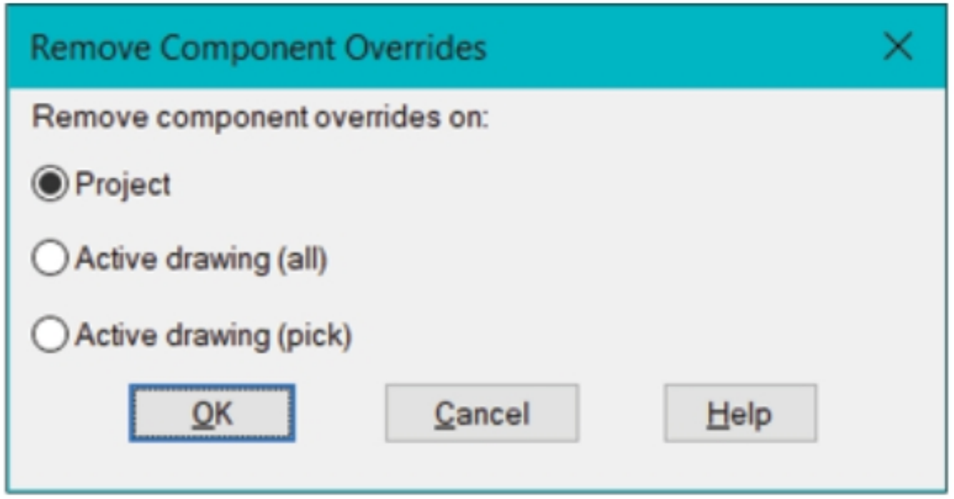

Figure-62. Remove Component Overrides dialog box
- Click on the **Remove Component Override** tool from the **Cross-Reference** drop-down in the **Edit Components** panel of **Schematic** tab in the **Ribbon**. The **Remove Component Overrides** dialog box will be displayed; refer to Figure-62.